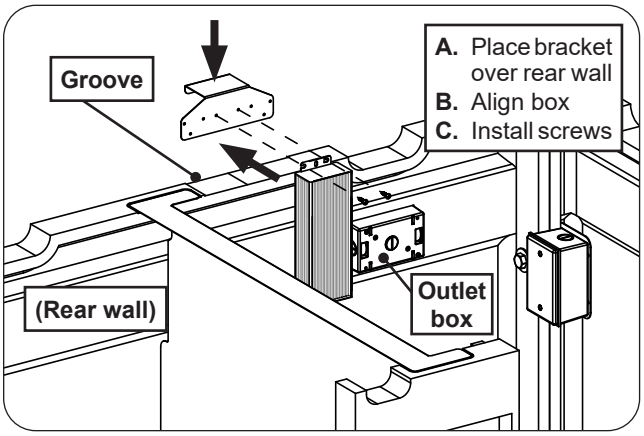

Fig. 12-2 Install power supply box
1. **First** place the power supply box bracket over the rear wall, in the groove just to the left of the outlet box (see Fig. 12-2).
2. Disconnect the power supply harness extension from the grill, then align the pilot holes on the power supply box with the holes on the bracket, then insert the two Phillips screws and tighten with the power drill and #2 Phillips driver (see Fig. 12-2). DO NOT OVERTIGHTEN.